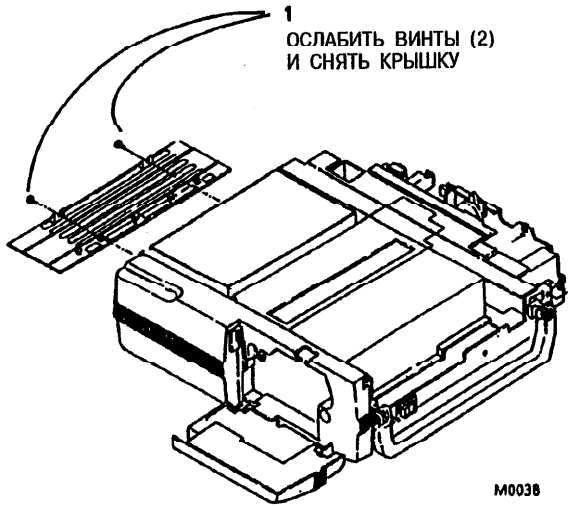

Рис. 1. Снятие донной крышки
1. (Рис. 1): Ослабить два винта и снять донную крышку.